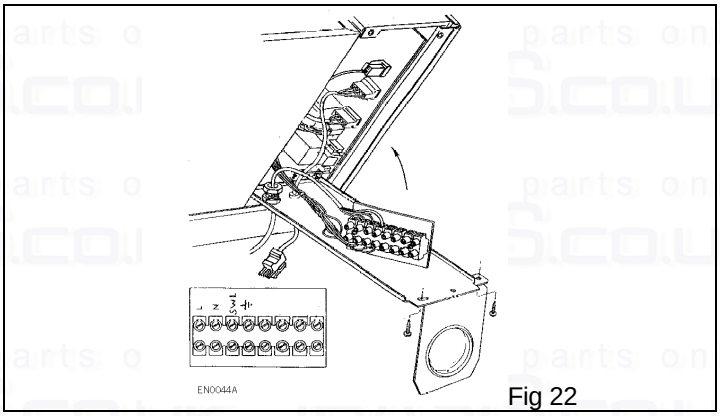

Fig 22
b) Remove screw retaining access door on under side of boiler. Fig. 22.
c) Remove screw retaining control front panel and tray. Fig. 22.